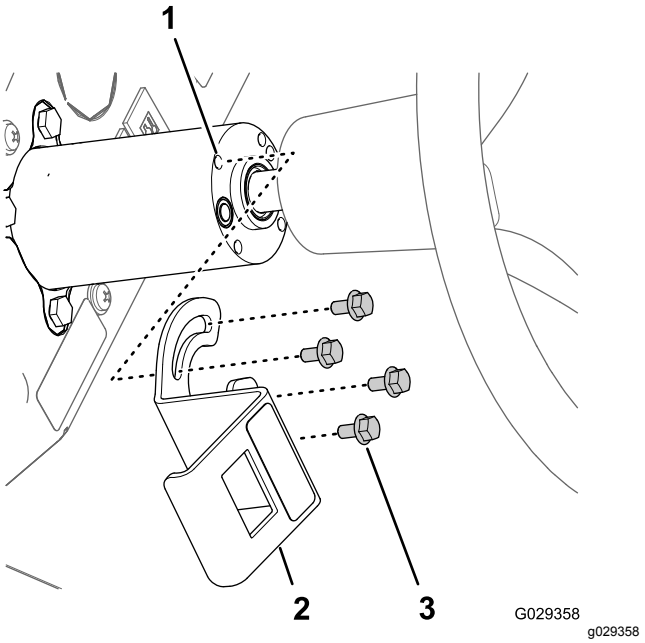

Figur 208
1. Ret hullerne i monteringsbeslaget til kontakten til regulering af skum ind efter fire gevindindsatser i ratstammen (Figur 208).
3. Ret 8-sokkelkonnektoren gennem åbningen i beslaget, og tilslut konnektoren til benene (Figur 208) bag på 3-position-pladekontakten (kontakt til regulering af skum).